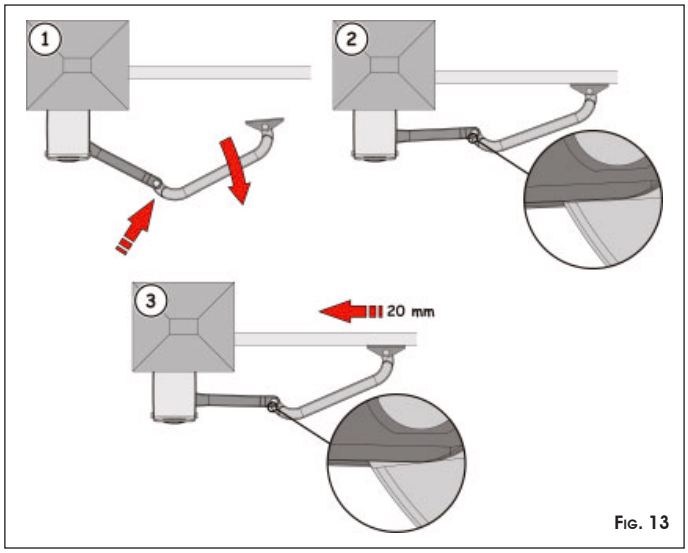

Fig. 13
⑧ Align the arms you have just assembled, pushing in the central zone until they stop, see Fig. 13 ref. ①.
⑨ Rest the front bracket on the leaf, Fig.13 ref. ②.
⑩ Move back the front bracket by about 20 mm and mark the securing holes, Fig. 13 ref. ③.
⑪ Secure the bracket in the established position using two M8 screws.
⑫ Move the bracket by hand and - with the leaf in closing position - make sure that the two arms do not impact each other, as shown in Fig. 13 ref. ②.
⑬ Take the operator back to the work position - see paragraph 7.